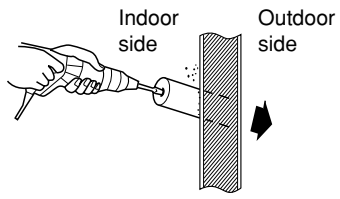

**Fig. 3-48**
(8) If the tubing and wiring are to go towards the rear of the unit, make holes in the wall. (Fig. 3-48)